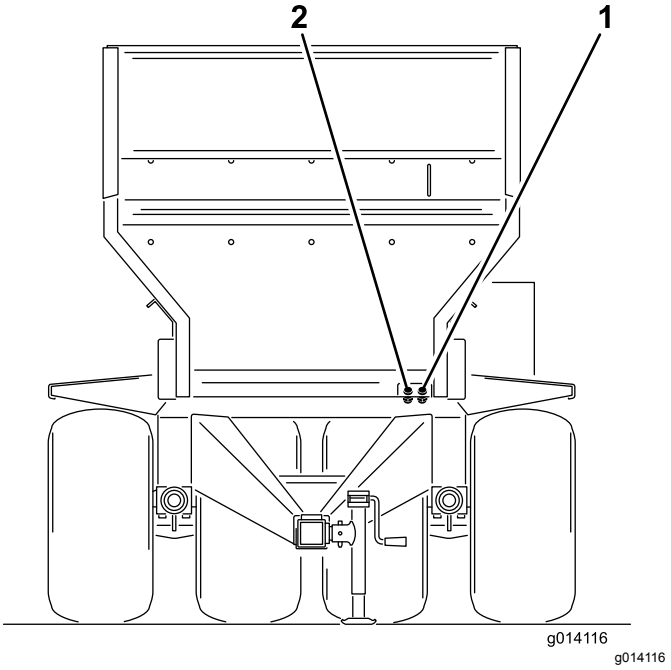

Figur 20
6. Koble de to hydraulikkslangene fra maskinen til tauekjøretøyet. Stå vendt mot fronten av maskinen og koble den høyre slangen til trykksiden og den venstre slangen til retursiden (Figur 20). Returslangen har en innrettet enveis kontrollventil. Pilen på kontrollventilen skal vende mot tauekjøretøyets returkobling.